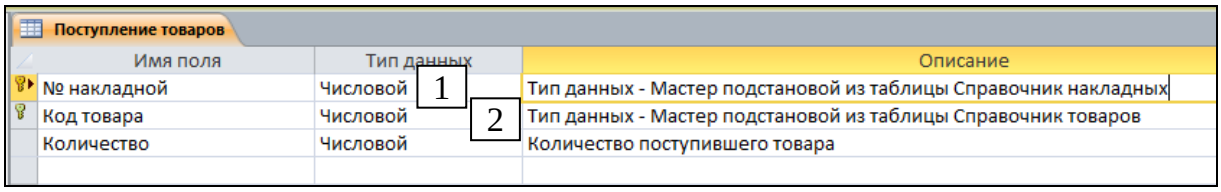

Рис. 2.37. Поля таблицы *Поступление товаров*
2. В появившемся окне *Конструктора* в столбце *Имя поля* перечисляются названия полей создаваемой таблицы, выбирается их тип, создается описание (рис. 2.37).